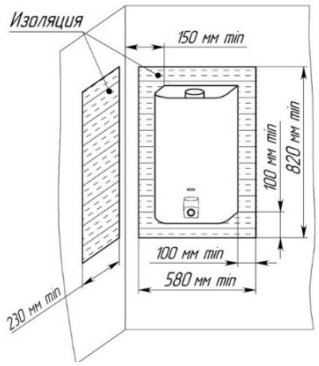

Рисунок 4. Установка аппарата на трудносгораемых стенах
7.1.6. Допускается установка аппарата на трудносгораемых стенах при условии изоляции стены оцинкованным листом толщиной 0,8…1 мм по листу базальтового теплоизоляционного картона БТК толщиной 3…5 мм. Изоляция стены должна выступать за габариты корпуса аппарата не менее чем на 100 мм с каждой стороны (рис. 4).